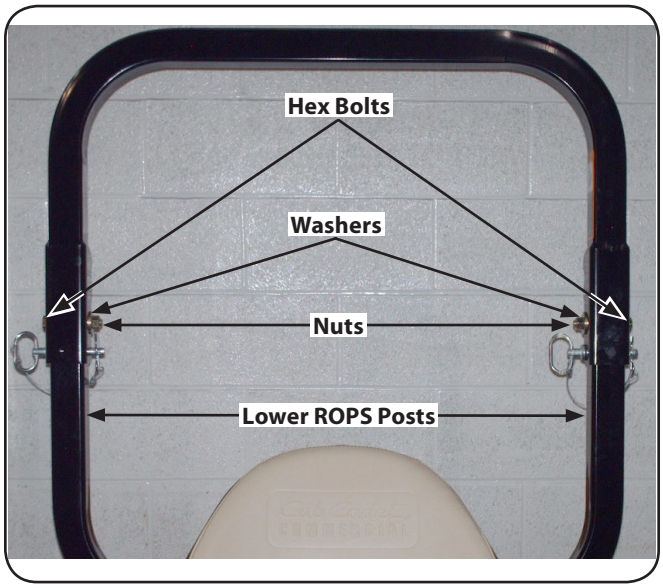

Figure 3-3
4. Install the upper ROPS section onto the lower ROPS posts. Install the (½-13 x 3.25) HHCS bolts, nuts and washers. See Fig. 3-3.